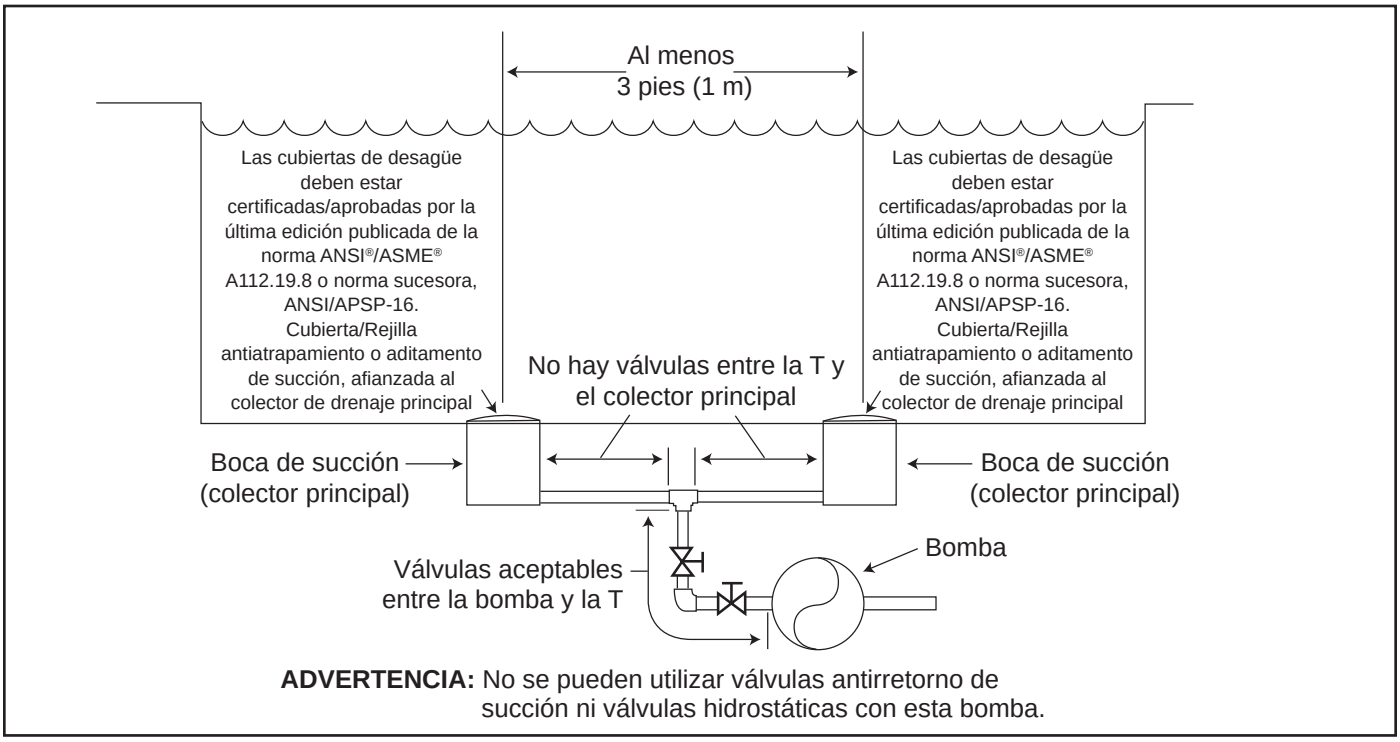

Figura 1. Número de bocas de succión por bomba
Número de bocas de succión por bomba – Deben proporcionarse al menos dos (2) tomas de succión hidráulicamente equilibradas, con sus tapas, como salidas para cada línea de succión de la bomba de circulación. Los centros de las bocas de succión (bocas de succión) en una (1) línea de succión deben estar separados por lo menos tres (3) pies (1 m) de distancia, de centro a centro. Véase Figura 1.
El sistema ***debe*** estar construido para incluir al menos dos (2) bocas de succión (drenajes) conectadas a la bomba siempre que la bomba esté funcionando. Sin embargo, si dos (2) tomas de succión llegan a una sola línea de succión, esta línea de succión individual puede ser equipada con una válvula que cerrará las dos tomas de succión. El sistema deberá ser construido de tal manera que no permita el cierre por separado o independiente (aislamiento) de cada uno de los drenajes. Véase Figura 1.